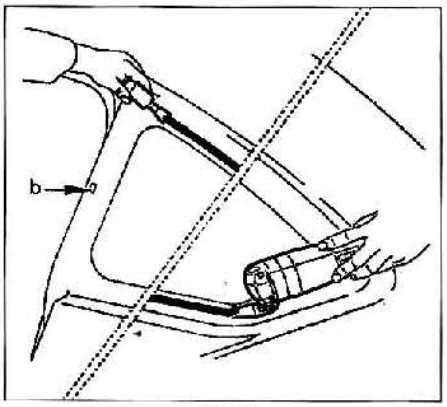

FIG. 61
• Enrasar el cordón de cola situado en la carrocería **(fig. 61).**